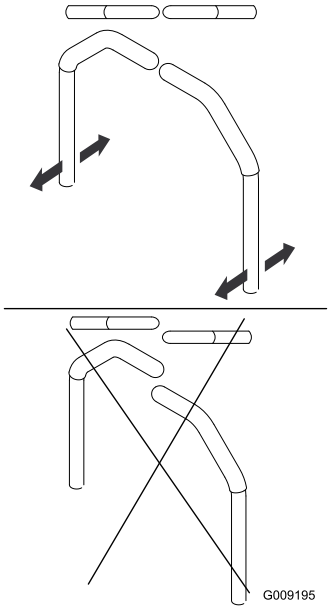

Figur 80
4. Innrett spakenes posisjon på langs ved å føre spakene sammen til nøytral stilling og skyve på dem til de er innrettet. Deretter kan du stramme til boltene (Figur 80).